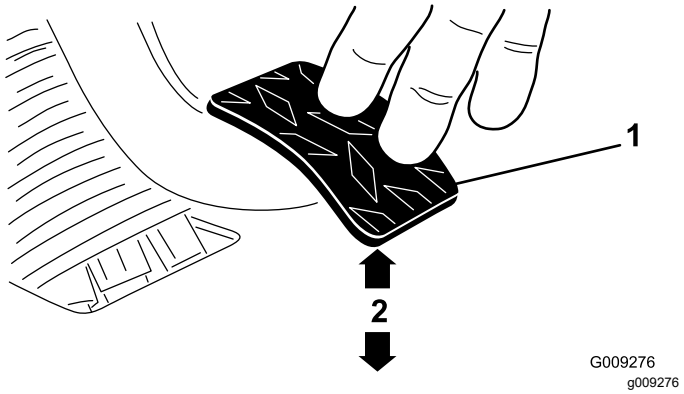

Figur 65
3. Juster kontramøtrikkerne eller kugleleddet, indtil bagsiden af koblingspedalens bagkant befinder sig 9,2 til 9,8 cm fra toppen af gulvpladens diamantmønster, når du trykker på pedalen med en kraft på 1,8 kg (Figur 65).